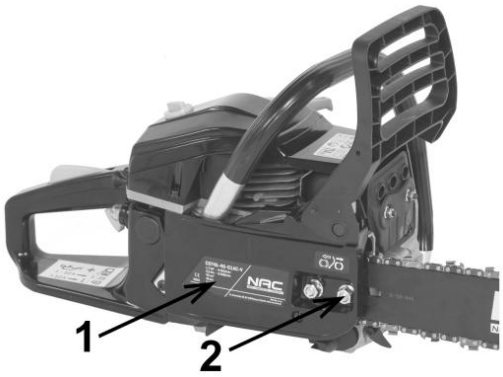

Rys. 2
- Zdejmij osłonę przeniesienia napędu **1 (Rys. 2)** odkręcając nakrętki **2 (Rys. 2)**.